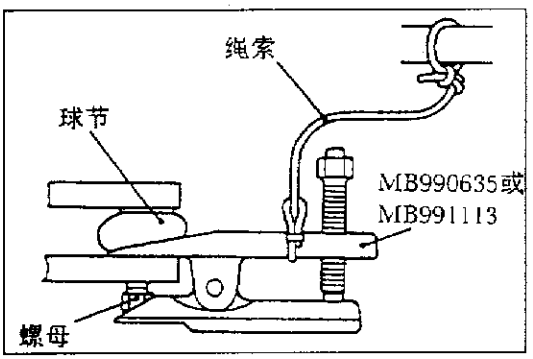

图7－2－4
(1)用专用工具脱开转向横拉杆和转向节，如图7－2－4所示。
(2)转动球节双头螺栓若干次并在双头螺栓上装上螺母，用专用工具测量球节起动扭矩，如图7－2－5所示。